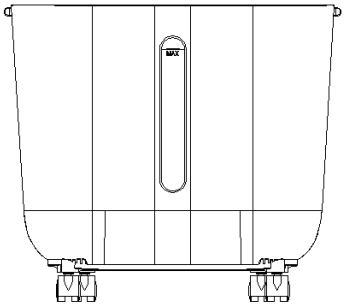

Figure 5
(3) Όταν γεμίζετε το νερού, παρακαλούμε προσέξτε την ένδειξη στάθμης νερού στο μπροστινό μέρος της δεξαμενής νερού. (βλ. Figure 5)